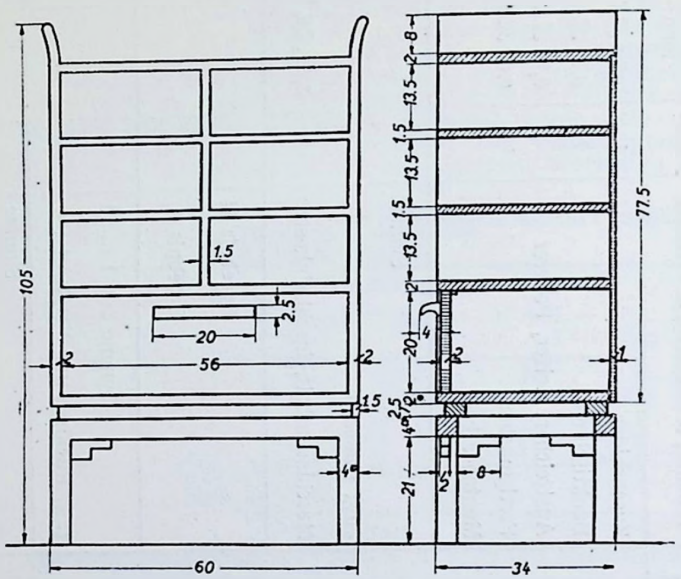

Abb. 71.
2. Berechne den **Verkaufspreis des Zeitschriftenregals** (Abb. 71) schleiflackartig gestrichen!